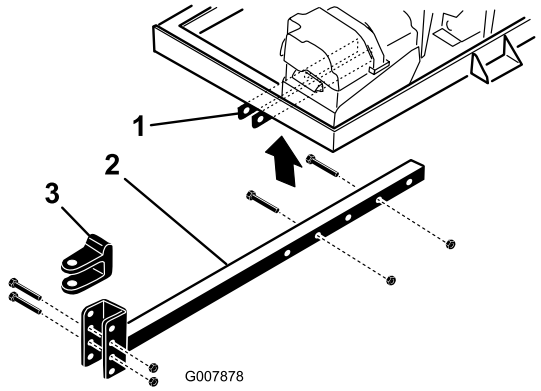

Figur 7
2. För in dragkroksröret i ramfästena (Figur 7). Fäst röret på ramen med två skruvar (3/8 x 3 tum) och flänsmuttrar (3/8 tum).
- Ta bort de skruvar och låsmuttrar som håller fast dragkroksklykan (Figur 7) på dragkroksröret.
- Lossa de skruvar och muttrar som håller fast dragkroksröret på ramfästena (Figur 7).